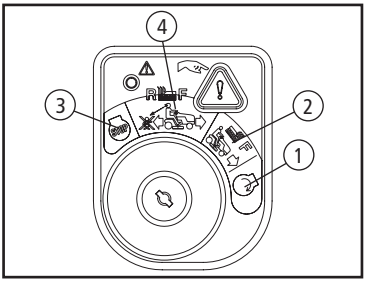

Fig. 13
Para acionar o motor, insira a chave na ignição e gire no sentido horário para a posição ligado (1), [Fig. 13].
Uma vez que o motor tenha ligado, automaticamente a chave retorna para a posição de modo normal de corte (2), [Fig. 13].
Para parar o motor, gire a chave de ignição no sentido anti-horário para a posição parado (3), [Fig. 13].
Antes de operar o equipamento, consulte os itens de segurança e acionamento do motor na seção de operação para instruções mais detalhadas do módulo de ignição e operação no modo reverse (4), [Fig. 13].
- Gire a chave de ignição no sentido horário para a posição ligado. Após o motor acionar, solte a chave. A mesma irá retornar para a posição "funcionamento". Não segure a chave na posição de partida por mais de 10 segundos por vez. Isto pode causar danos ao acionamento elétrico do motor [Fig. 13, Pág. 13].